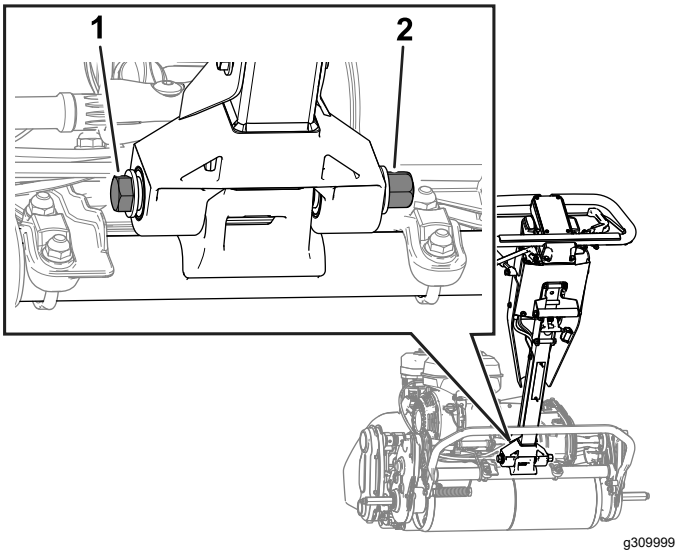

Figuur 37
2. Zet de bout en moer los zoals weergegeven in Figuur 37.